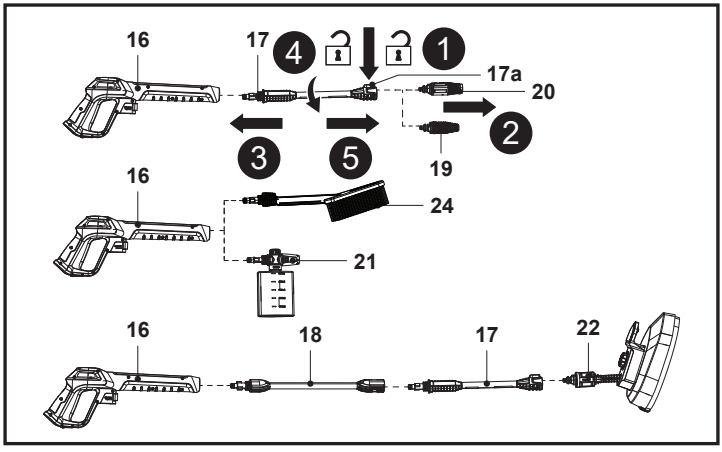

Rys. 6
6. Aby odłączyć dyszę, należy nacisnąć przycisk blokady (17a) i przytrzymać go w tym położeniu, a następnie wyjąć zamocowaną dyszę (rys. 6, kroki 1, 2). Zamontować ponownie wymaganą dyszę.
7. Aby odłączyć lancę przedłużającą (17), należy ją nacisnąć i obrócić w lewo w celu jej wyciągnięcia (rys. 6, kroki 3, 4, 5).
8. Aby odłączyć dyszę z butelką na detergent (21), szczotkę do mycia (24) lub drążek przedłużający (18) od pistoletu natryskowego (16), należy je nacisnąć i obrócić w lewo. Zamontować ponownie wymagane akcesorium pistoletu natryskowego.